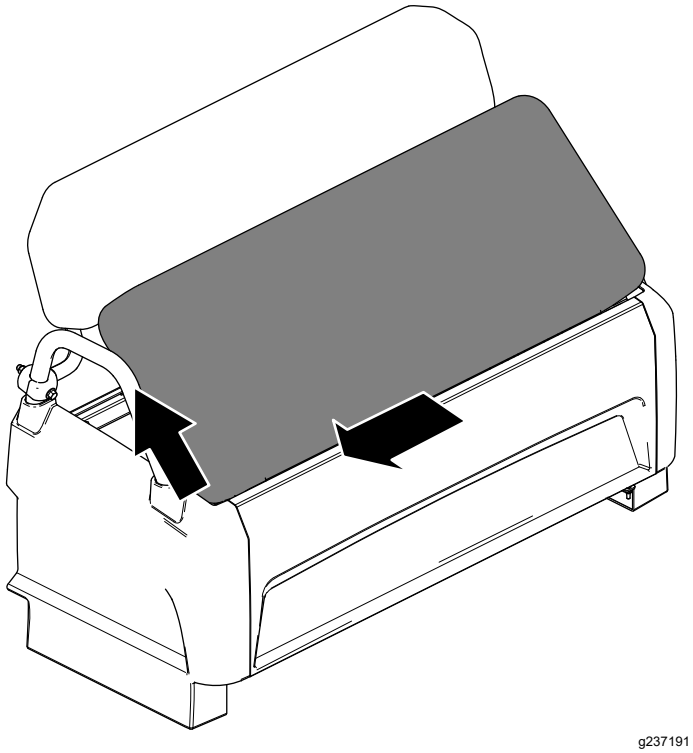

Figur 24
2. Skub hynden til side, så den frigøres af tapperne, og løft den opad (Figur 24).